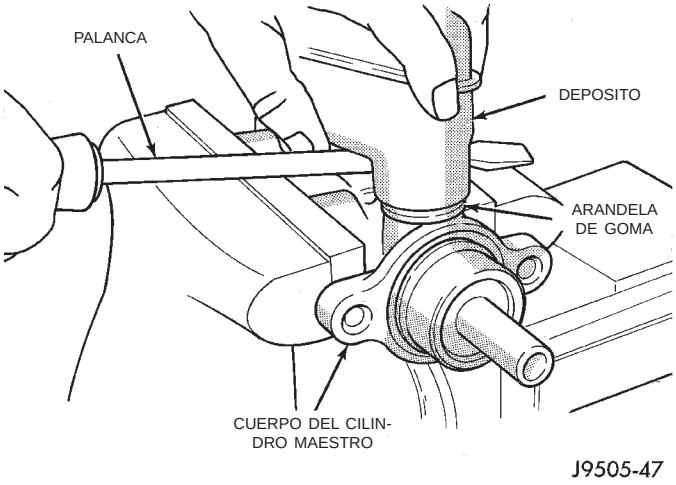

Fig. 41 Separación del depósito
(3) Inmovilice el cuerpo del cilindro en una mordaza con mandíbulas protectoras de latón.
(4) Separe el depósito de las arandelas de goma con una palanca (Fig. 41).